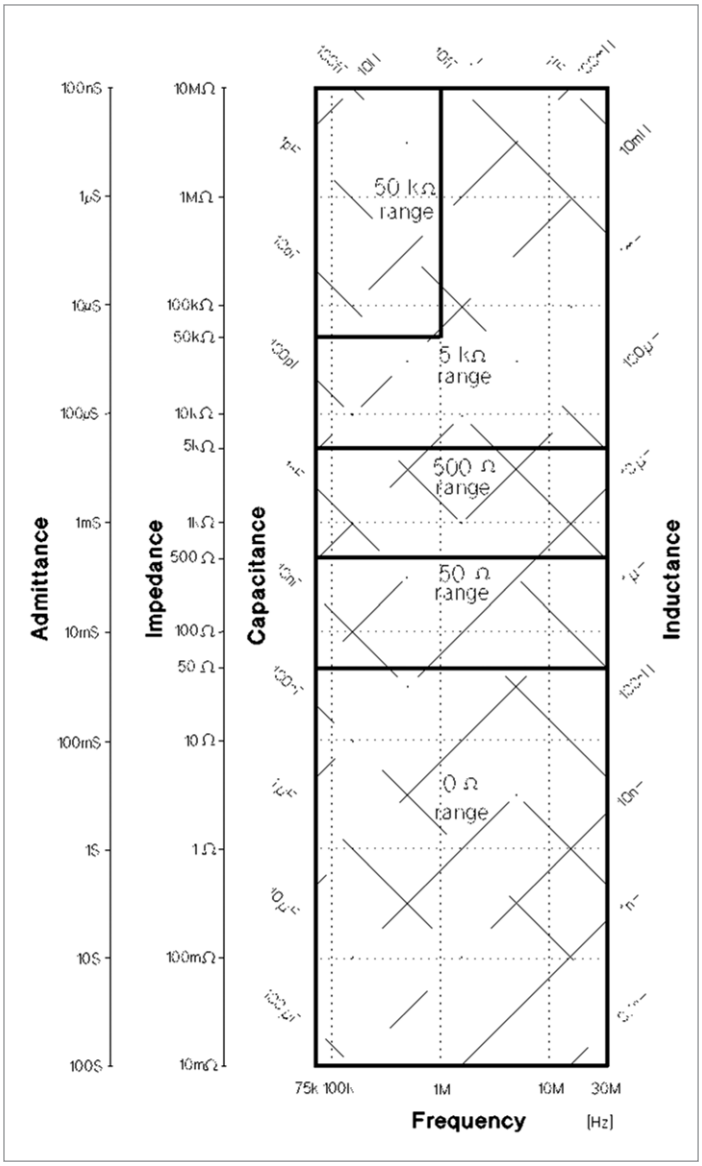
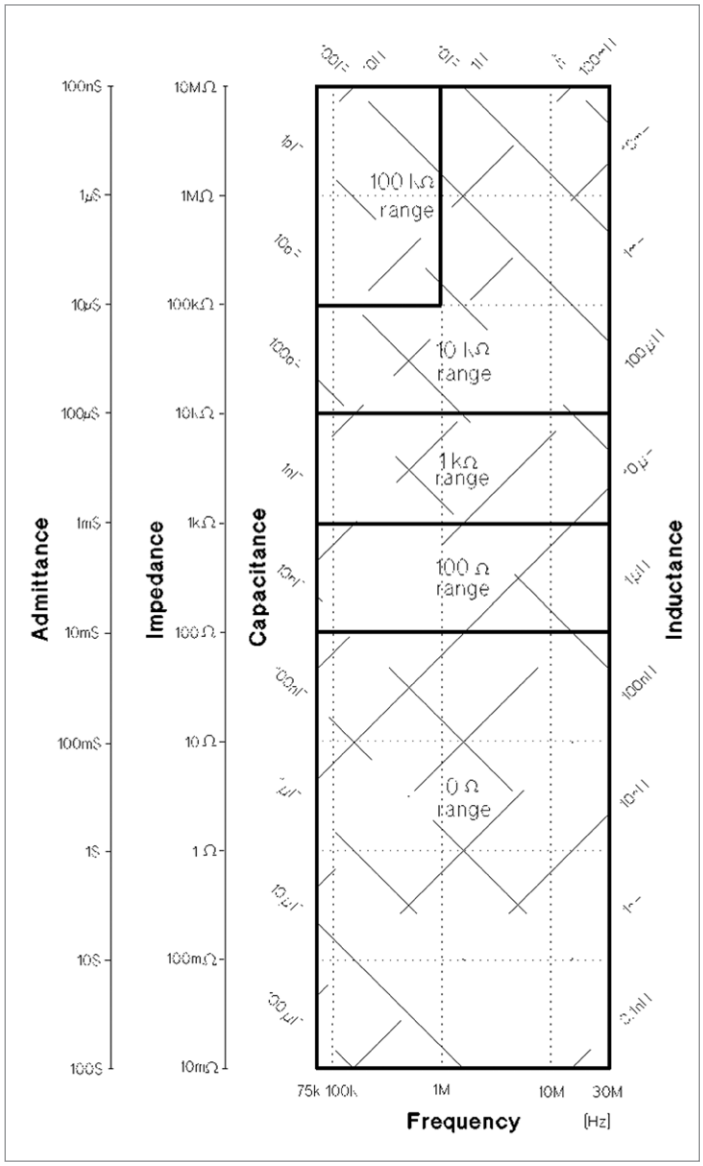

Figure 1-1. Effective measurement range (oscillator level ≤ 1 V_{rms})
Figure 1-2. Effective measurement range (oscillator level > 1 V_{rms})
- The optimum measurement range is selected by matching the DUT's impedance to the effective measuring range shown in Figure 1-1 and Figure 1-2. (For example, if the DUT's impedance is 3 kΩ and oscillator level is less than or equal to 1 V, the optimum range is the 500 Ω range.)